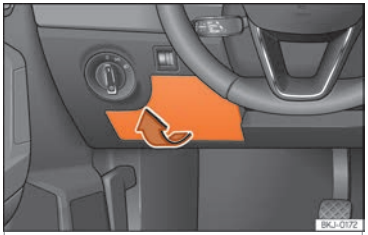

Fig. 49 On the driver's side dashboard: fuse box cover.
- Open: remove the fuse box cover in the direction indicated ››› Fig. 49.